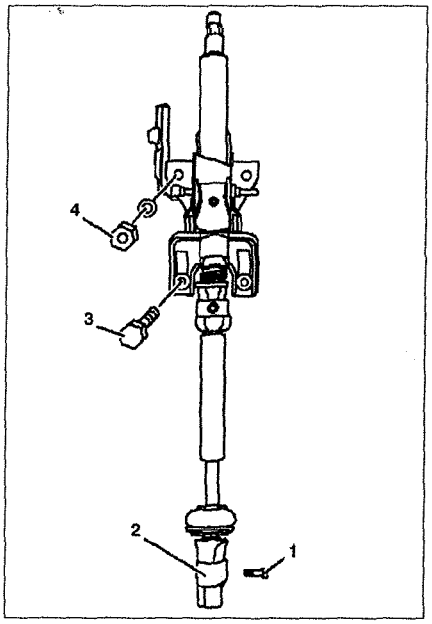

Рис. 8.3. Рулевой вал:
3. Открутите болт **1** крепления шарнира **2** (см.рис.8.3).